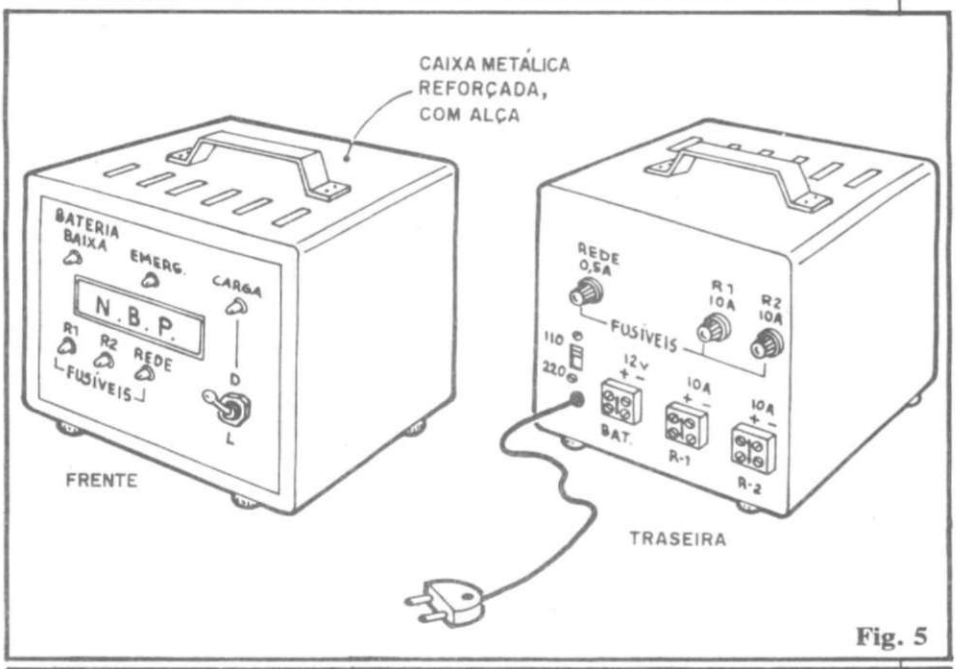

Fig. 5
Um dispositivo como o NBP (IE), pelas próprias condições de utilização, requer uma proteção (caixa) razoavelmente forte. Assim, sugerimos ao Leitor/Hobbysta que procure utilizar um container metálico, guiando-se pelas indicações dadas na fig. 5, na qual temos detalhes tanto da parte frontal da caixa, quanto da sua traseira... É certo que a colocação exata de cada controle, indicador ou acesso, **pode** variar com relação às sugestões da figura, porém o arranjo mostrado nos parece o mais lógico, elegante e prático... Notem ainda que (conforme mencionado no item OPCIONAIS/DIVERSOS da LISTA DE PEÇAS...) é possível também dimensionar um **container** que possa abrigar, além do circuito em sí, a bateria acessória, num compartimento traseiro ou lateral de fácil acesso... Entretanto, na configuração mais simples e direta, tal bateria ficará mesmo **fora** da caixa, ligada ao NBP(IE) via par de cabos polarizados e "taludos', aos terminais "+B e -B/12V".